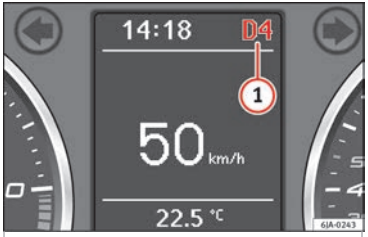

Fig. 178 Informative display: selector lever positions.
The current position of the selector lever is shown on the general instrument panel display (1) ››› Fig. 178.
– From position **D**, push the selector lever to the right. The selected position of the selector lever is shown on the general instrument panel display together with the gear engaged (1) ››› Fig. 178.